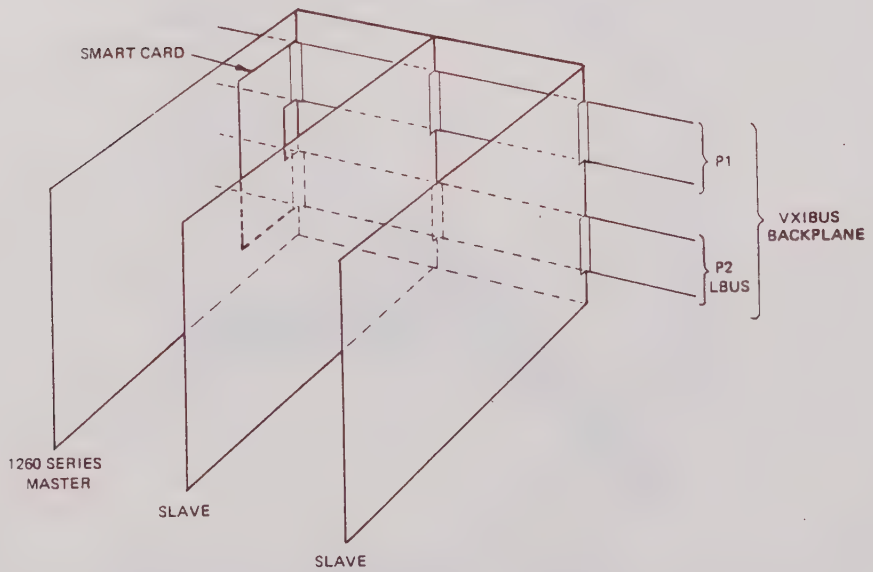

Figure 1-2, 1260 Series Smart card and Slaves
1.2.2 The switching modules are installed in a VXIbus compatible chassis in a continuous set of adjacent chassis slots. One of the modules to be fitted to the chassis must be designated the system Master, and must be fitted with Option 01. All other modules are slaved to the master. Refer to Figure 1-2 which shows the smart card and slaves.